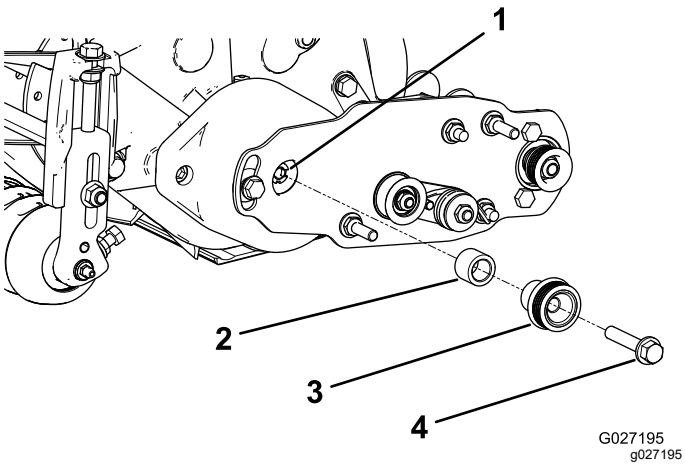

Figura 15
1. Inserte el espaciador sobre el eje en el alojamiento del cojinete (Figura 15).
2. Inserte la polea motriz en el espaciador y sobre el eje de transmisión (Figura 15).
3. Sujete la polea y el espaciador al árbol de transmisión con un perno con arandela prensada (⅜" x 2"); consulte Figura 15.